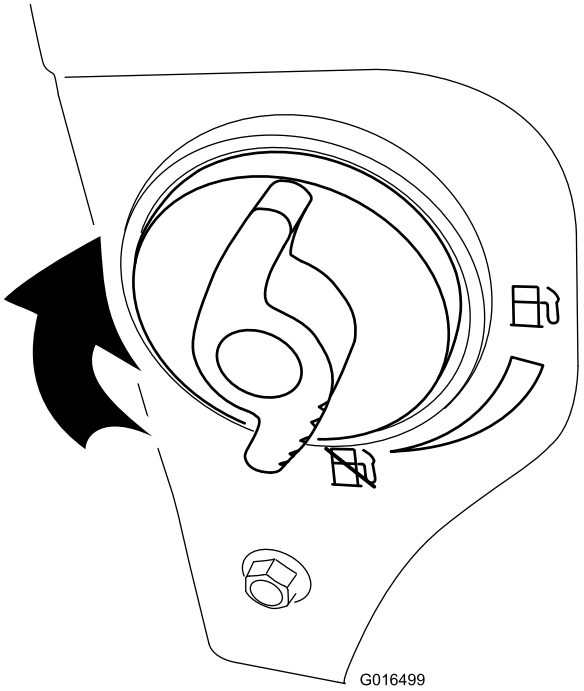

**Figur 31**
4. Stäng bränslekranen genom att vrida den medsols (Figur 31).